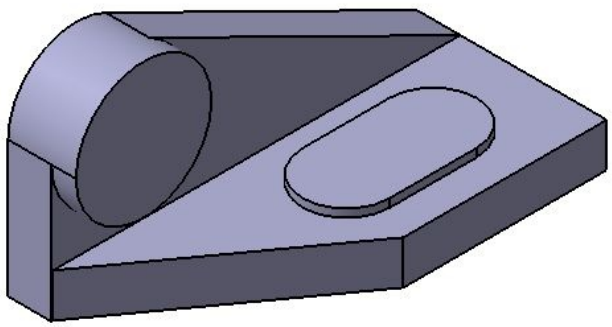

Figure 5-77 *Model after creating the fourth feature*
4. Set **9** in the **Length** spinner and choose **OK** from the dialog box to create the feature, as shown in Figure 5-77.